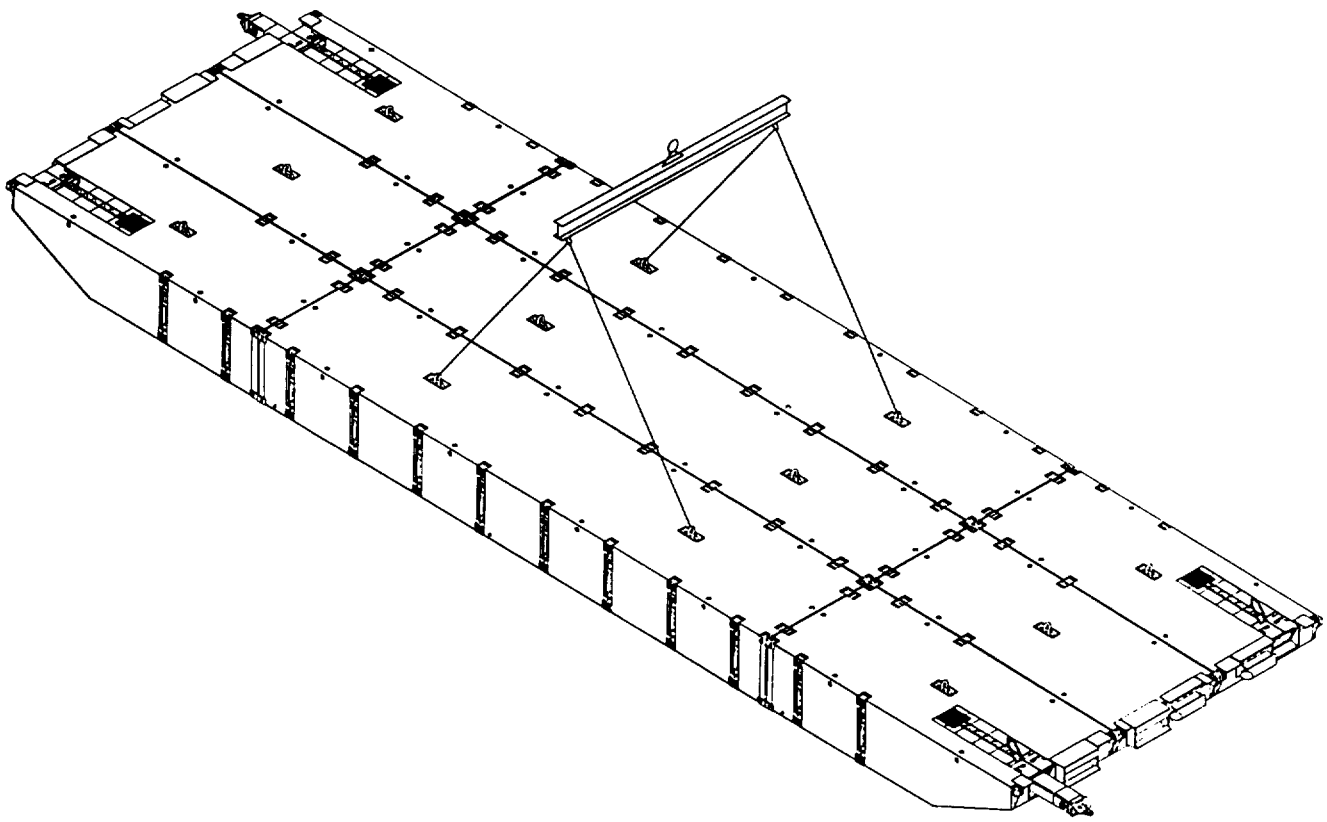

Figure 2-44. Lifting the MCF Section.
a. The MCF lifting sling consists of a spreader beam (Figure 2-44) with a 2-1/2 inch safety anchor shackle in the top center lifting eye along with 1-3/4 inch diameter 6 x 37 IWRC two-leg and wire rope bridles with 2-1/4 inch x 8 inch x 16 inch master links attached to bottom-lift eyes of the spreader beam using 1-3/4 inch safety anchor shackles. Bridle IWRC legs are 22 feet pull to pull with thimbles on each end. One 1-3/4 inch screw pin anchor shackle is attached to the lift end of each bridle leg.